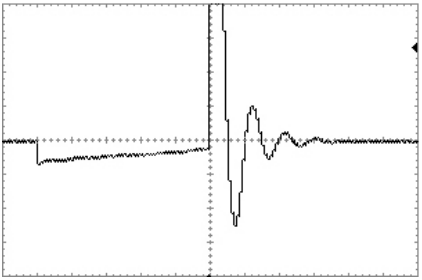

Abb.11
- **Dmp Sc3** (starke Dämpfung) (siehe Abb.11);